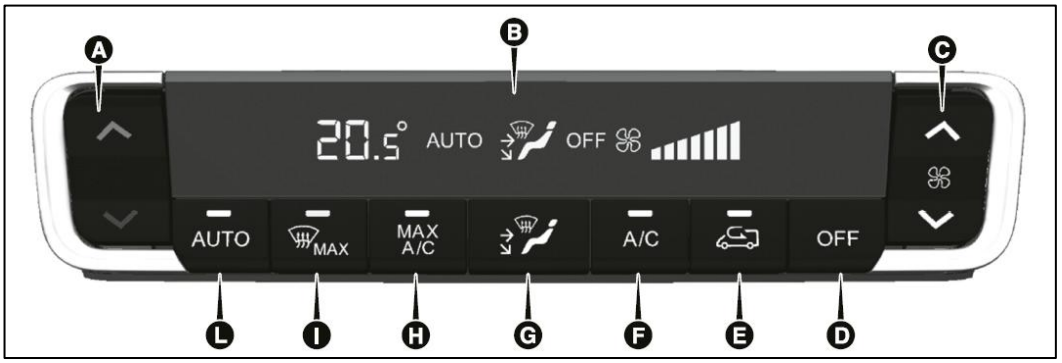

Fig. 6
- Press AUTO (L) and set the desired temperature using Button (A) fig. 6
Press Button (G) fig. 6 to select the air distribution mode:
- Press (E) fig. 6 to toggle air recirculation.